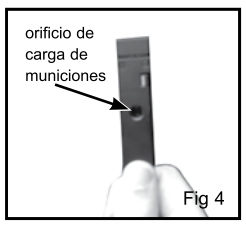

Fig 4
- Tire hacia abajo la lengüeta seguidora de municiones y deslícela a la izquierda para bloquearla en su sitio. (fig. 4)
- Inserte hasta 18 municiones en el orificio de carga de municiones que está en del cargador (Fig. 4).